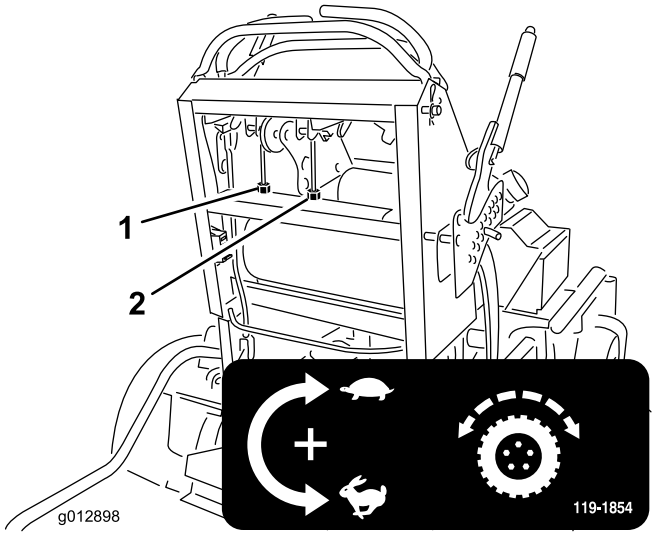

Figur 56
4. Roter høyre kabeljustering for å posisjonere høyre bevegelseskontroll til midten av kontrollpanelets frie stilling. Roter deretter venstre kabeljustering et kvart trinn om gangen til maskinen sporer rett (Figur 56).